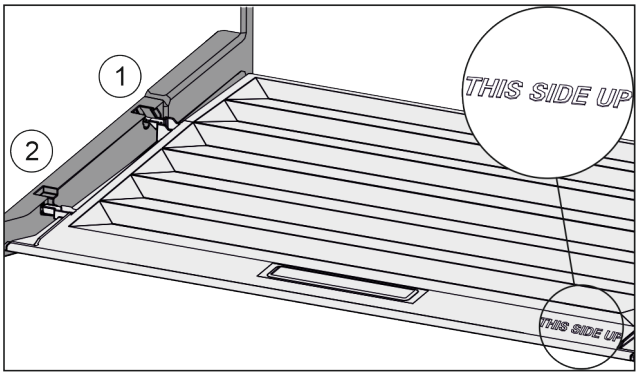

Fig. 41
▶ Вставить поперечные ребра крышки через отверстие заднего держателя *Fig. 41 (1)* и защелкнуть спереди в держателе *Fig. 41 (2)*.